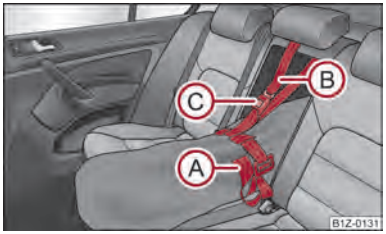

Fig. 88 Securing the removable through-loading bag
– Tighten the strap Ⓐ on the free end around the skis in front of the bindings ⇒ fig. 88.